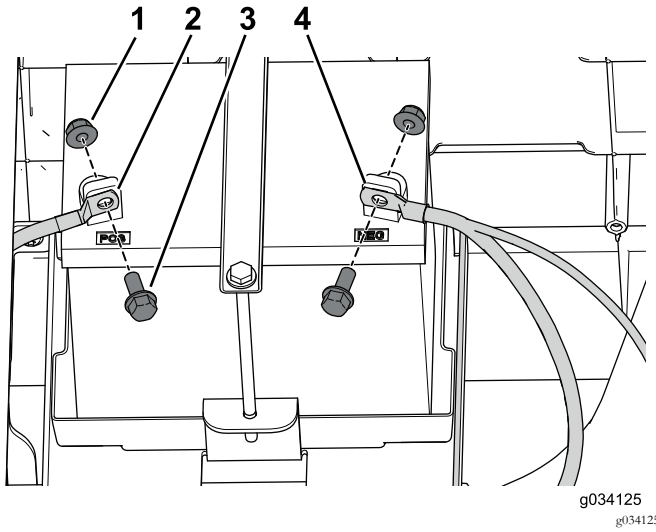

Figuur 48
1. Gebruik de bout en moer om de pluskabel (+) aan te koppelen op de accupool (Figuur 48).
2. Gebruik de bout en moer om de minkabel (–) aan te koppelen op de accupool (Figuur 48).